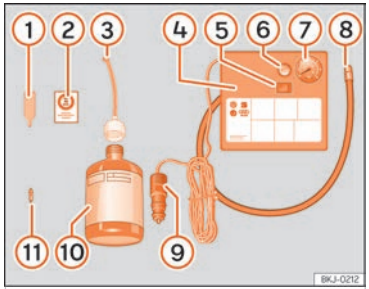

Fig. 231 Representació estàndard: contingut del joc antipunxades.
El joc antipunxades es troba en el compartiment del maleter sota el revestiment del terra. Inclou els components següents ››› fig. 231:
- Desenrosqueu el caputxó i l'obús de la vàlvula del pneumàtic. Utilitzeu l'aparell ››› fig. 231 ① per extreure l'obús. Poseu-lo en una superfície neta.
- Sacsegeu amb força l'ampolla de segellador de pneumàtics ››› fig. 231 ⑩.
- Enrosqueu el tub d'inflament ››› fig. 231 ③ a l'ampolla de segellador. El precinte de l'ampolla es trencarà automàticament.
- Traieu el tap del tub d'ompliment ››› fig. 231 ③ i caragoleu l'extrem obert del tub a la vàlvula del pneumàtic.
- Torneu a posar l'obús amb l'aparell ››› fig. 231 ① a la vàlvula del pneumàtic.
- Enrosqueu el tub d'inflament del pneumàtic del compressor ››› fig. 231 ⑧ a la vàlvula del pneumàtic.
- Comproveu que el caragol d'evacuació d'aire està tancat ››› fig. 231 ⑥.
- Fixeu el connector ››› fig. 231 ⑨ a la presa de corrent de 12 volts del vehicle ››› pàg. 225.
- Connecteu el compressor d'aire amb commutador ON/OFF ››› fig. 231 ⑤.
- Enganxeu l'adhesiu ››› fig. 231 ② al quadre d'instruments, dins del camp visual del conductor.
Torneu a enroscar el tub d'inflament ››› fig. 231 ⑧ i comproveu la pressió en el manòmetre ⑦.